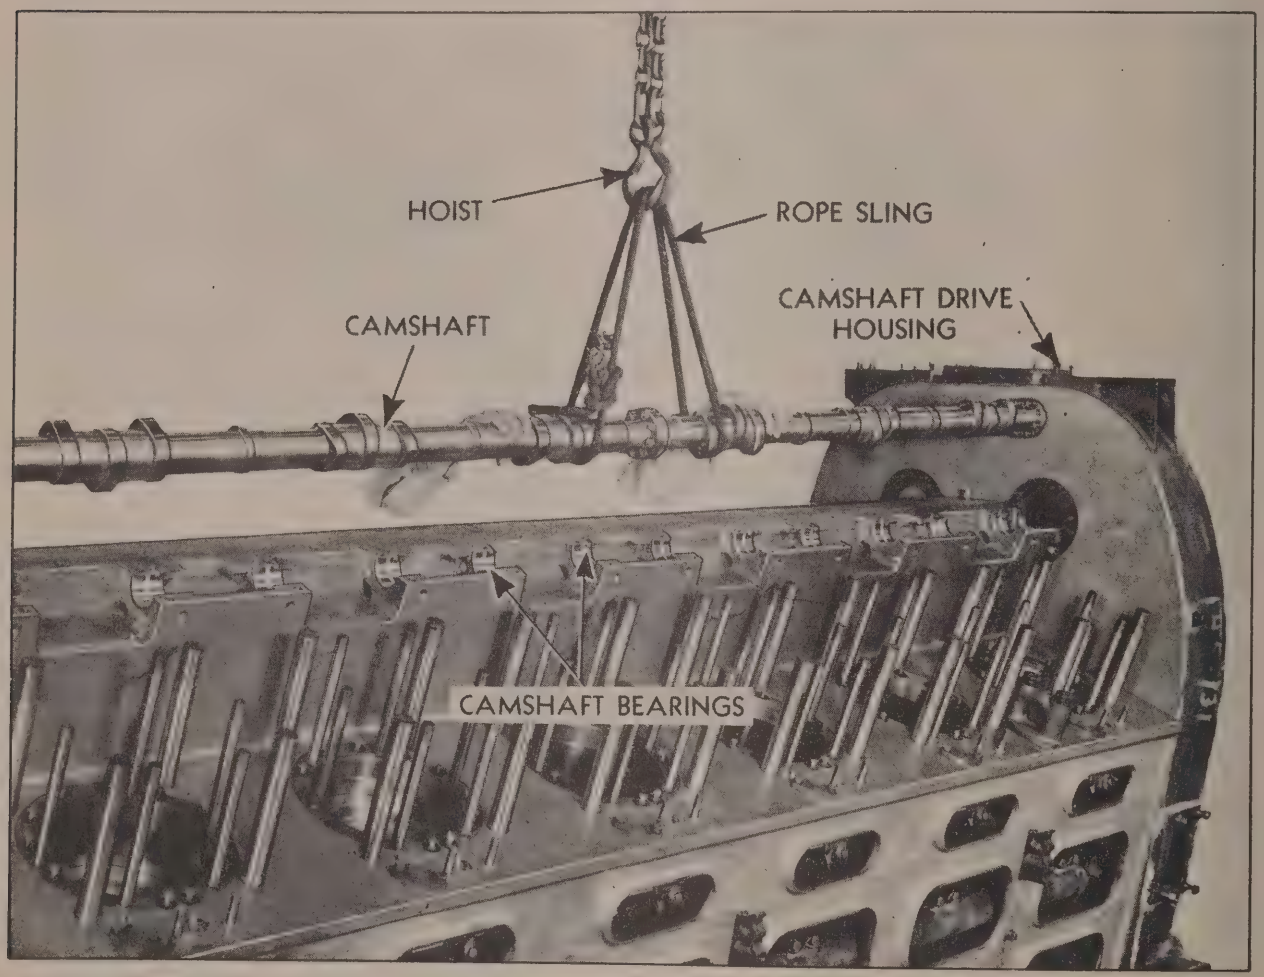

Fig. 2L
12. Using a rope sling, lift out each camshaft. (See Fig. 2L.)